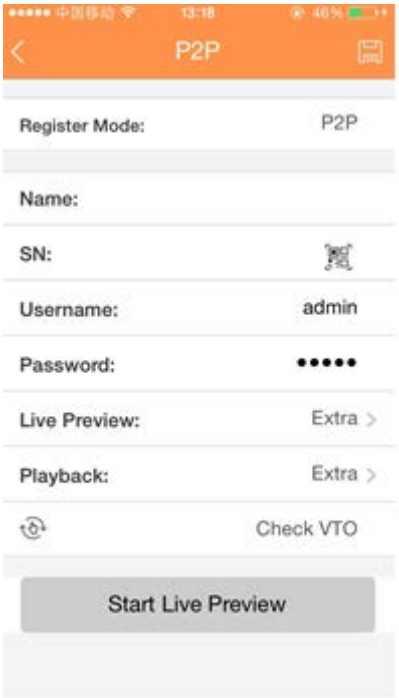

Figure 4-132
3. Tap Device manager button, you can use several modes (P2P/DDNS/IP and etc.) to add the device. Click to save current setup. Tap Start Live preview to view all-channel video from the connected device. See Figure 4-132.